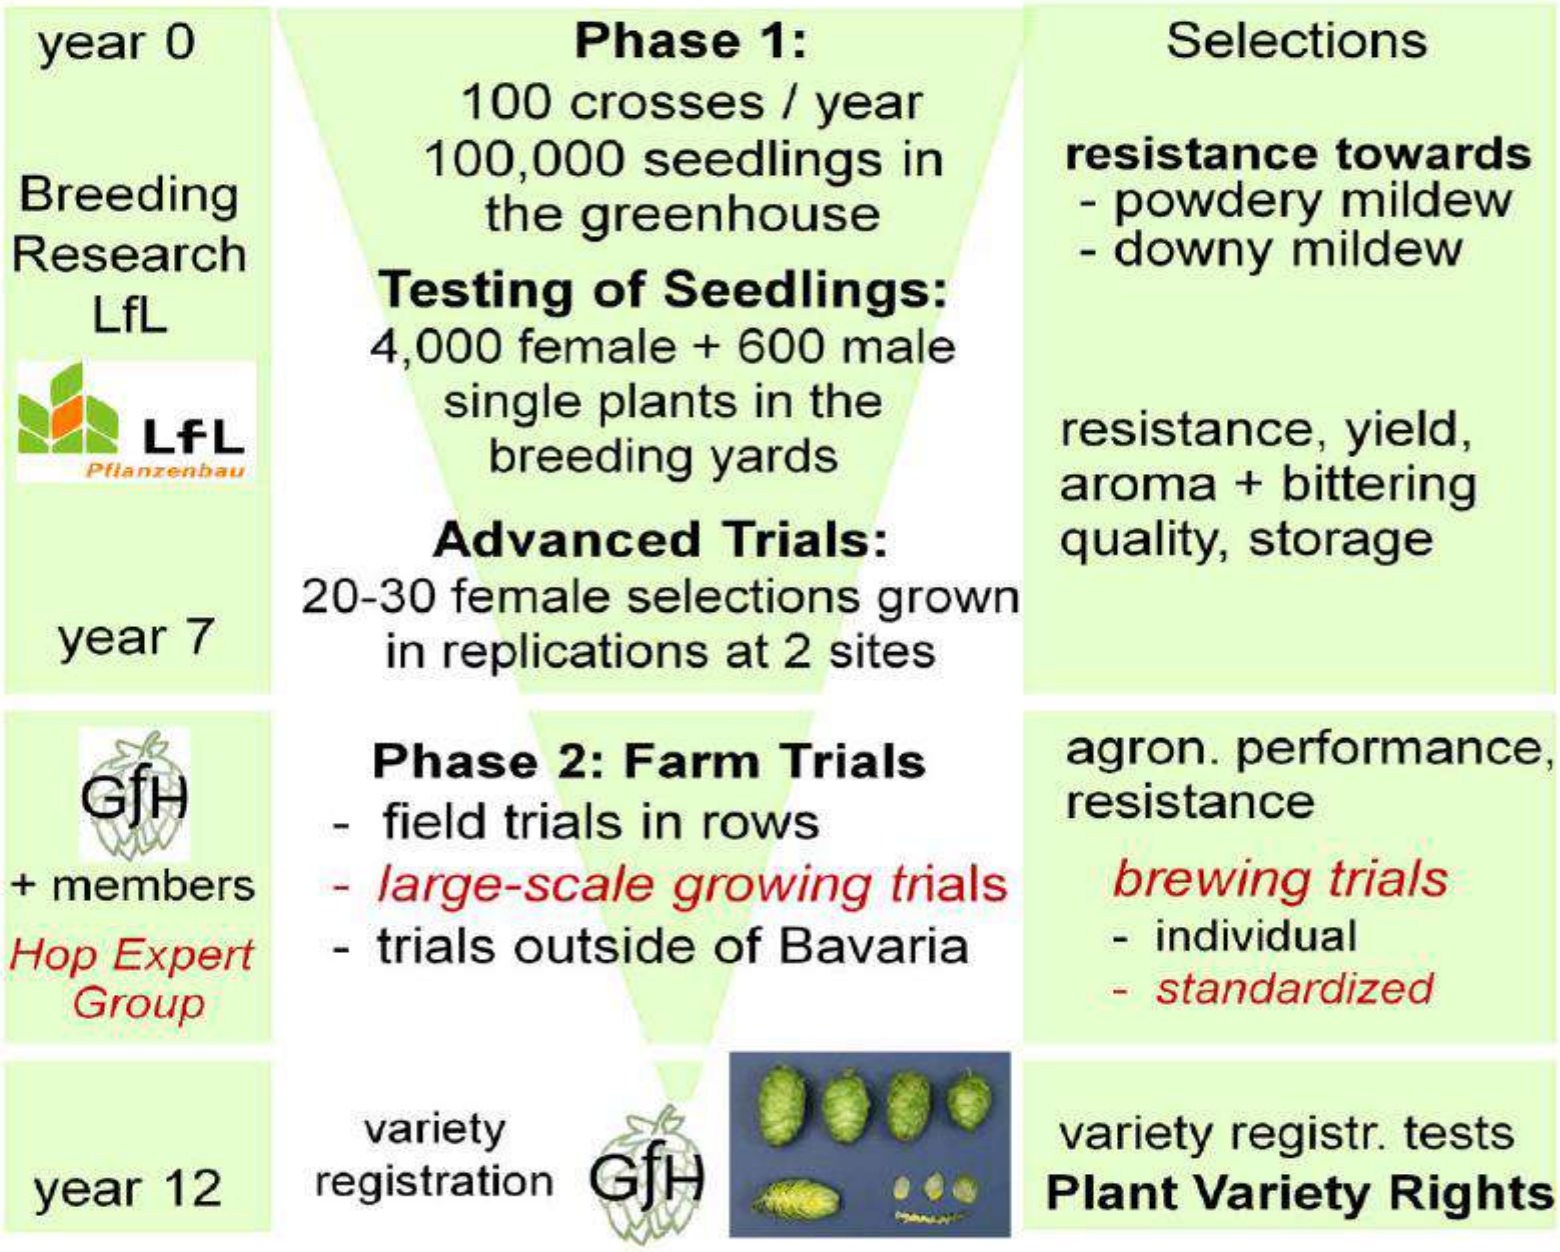

Figure 1. Scheme on the development of new Huell hop cultivars including the innovations (in italics)
Figure 1. Concentrations of linalool, geraniol, ethyl 2-methylpropanoate, ethyl 2-methylbutanoate, propyl 2-methylbutanoate, methyl 2-methylbutanoate, 3-methylbutyl acetate, and 1,8-cineole in samples of the hop varieties Huell Melon (HN) and Polaris (PA)